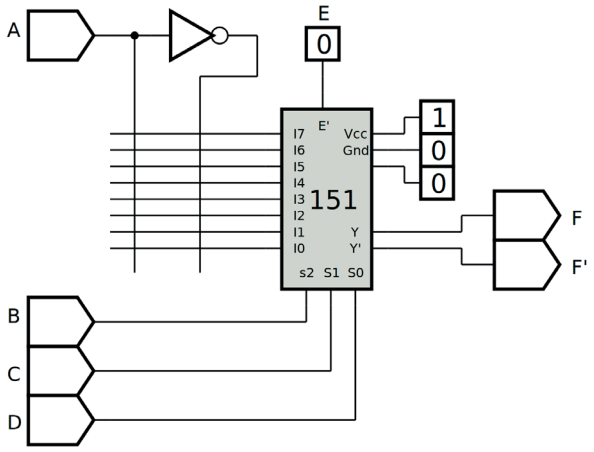

Figura 8.11 – Diagrama esquemático.
6. Utilize um programa de simulação em computador (SmartSim, Atanua, Qucs) faça a simulação do circuito da figura 8.11. Compare os resultados com a tabela 8.3.